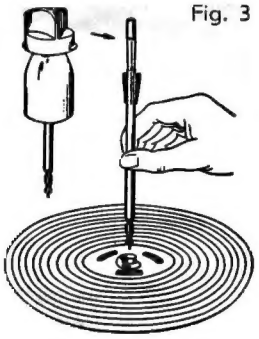

Fig. 3
2.11 Stapelachse einsetzen (Fig. 3).
2.11 Insert record spindle (Fig. 3).
2.11 Introduire l'axe d'empilage (Fig. 3).